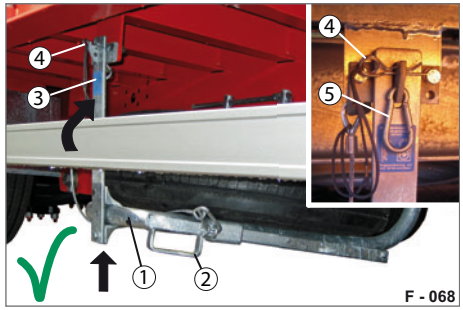

Abb. 89 Reserverad-Lagerung gesichert
- ▶ Sichern Sie die Sicherungslasche (Abb. 89/3) mit dem Federstecker (Abb. 89/4) und ggf. zusätzlich mit einem Vorhängeschloss bzw. Karabinerhaken.